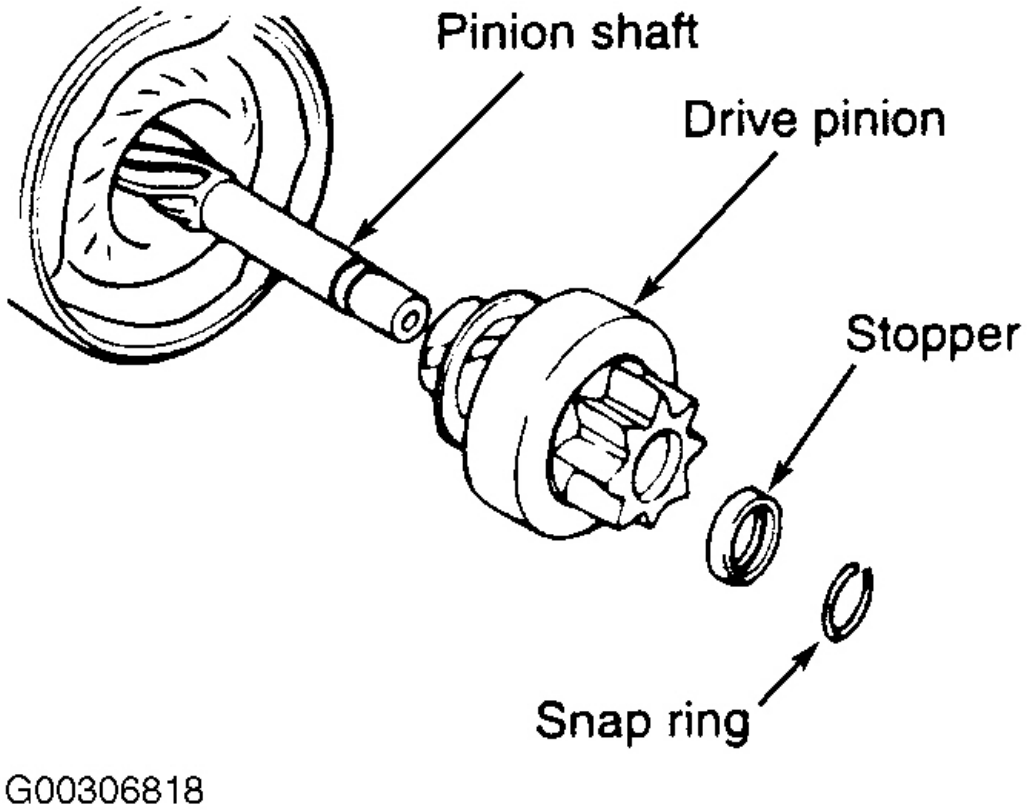

Fig. 20: Extracción de Piñón
10. Quitar el tapón y piñón de accionamiento de eje de piñón. Ver **La Fig. 20** . _____
5. Coloque el anillo de retención en la ranura en el eje del piñón. Ver **La Fig. 20** .